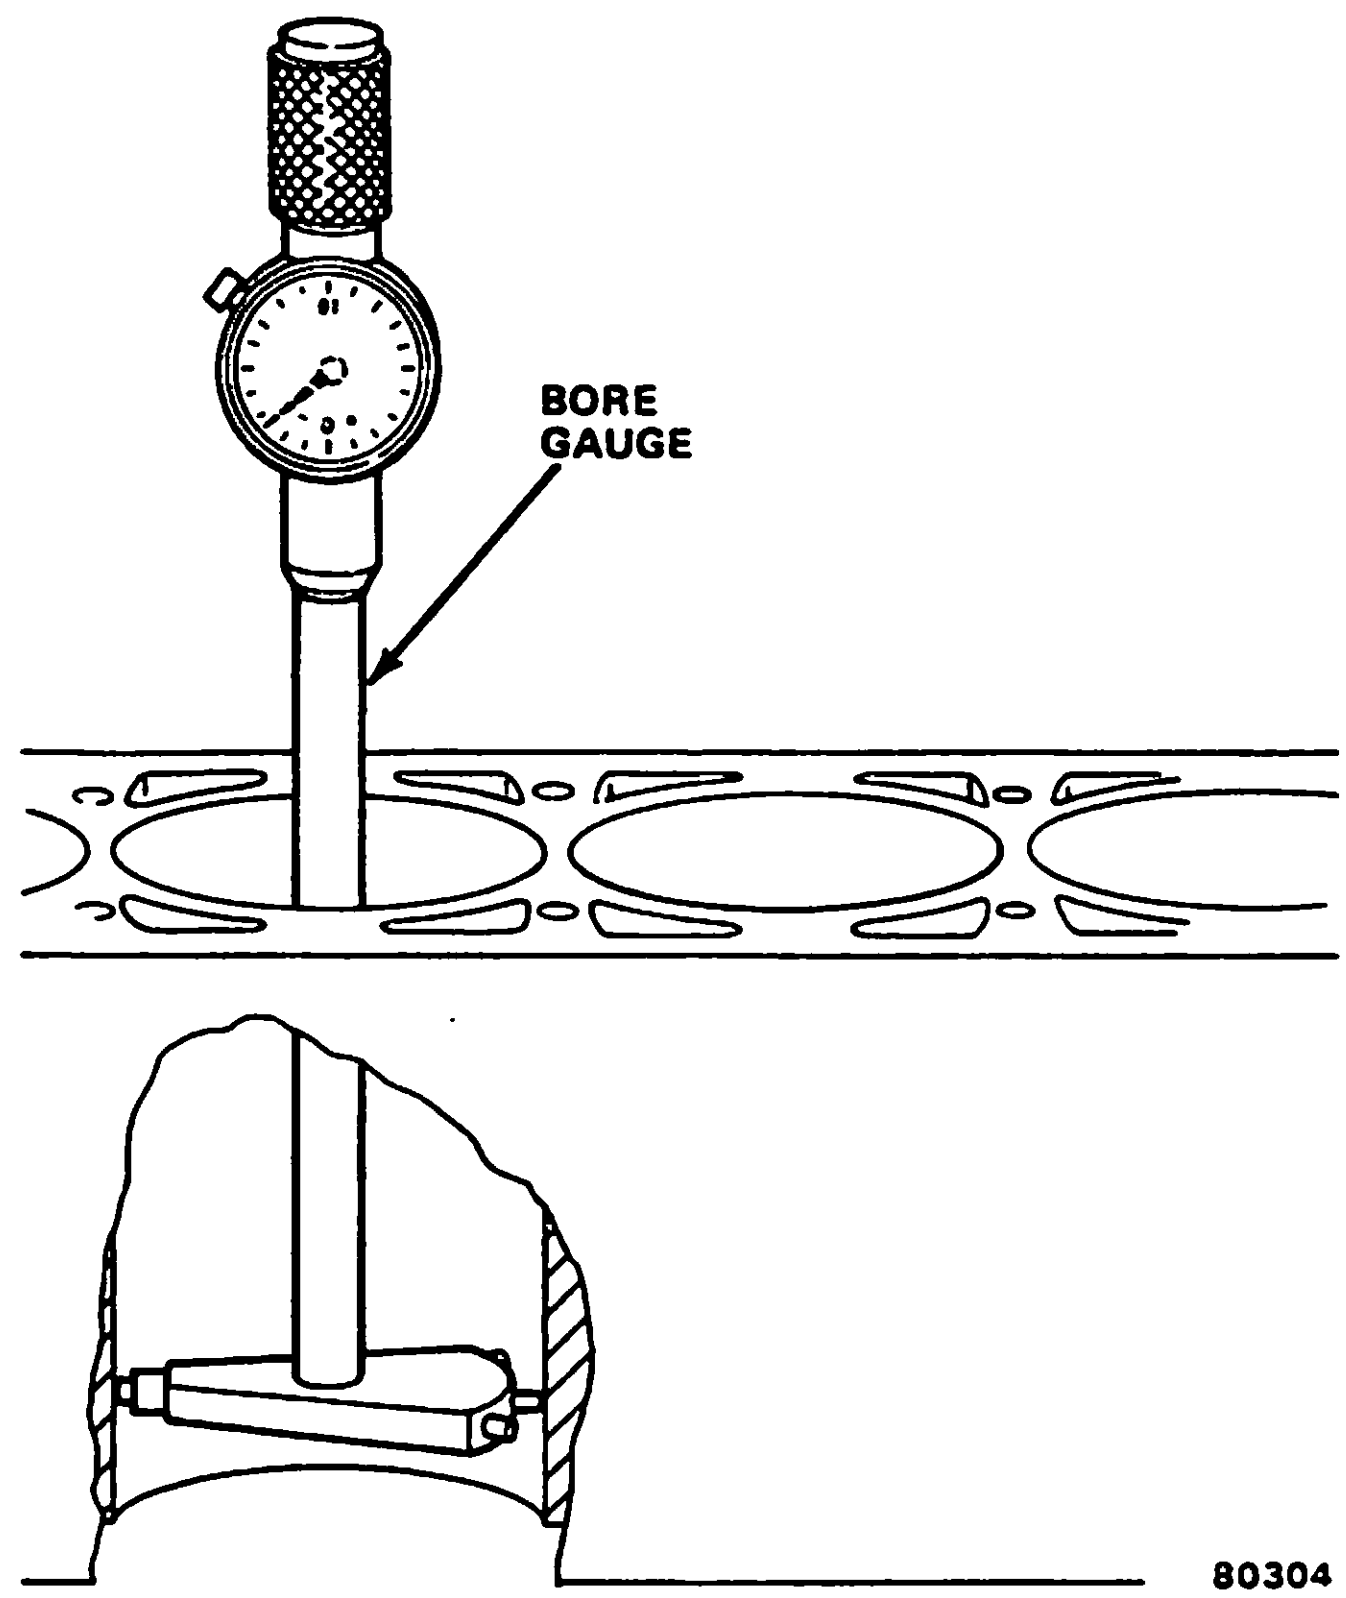

Fig. 1B-98 Measuring Cylinder Bore with Bore Gauge
Use a bore gauge to measure the cylinder bore (fig. 1B-98). If a bore gauge is not available, use an inside micrometer.
(4) Clean cylinder bores thoroughly. Apply light film of clean engine oil to bores with clean, lint-free cloth.
(5) Install piston rings on piston. Refer to Piston Rings for procedure.
(6) Lubricate piston and rings with clean engine oil.
(7) Use Piston Ring Compressor Tool J-5601 to install connecting rod and piston assemblies through top of cylinder bores (fig. 1B-82).